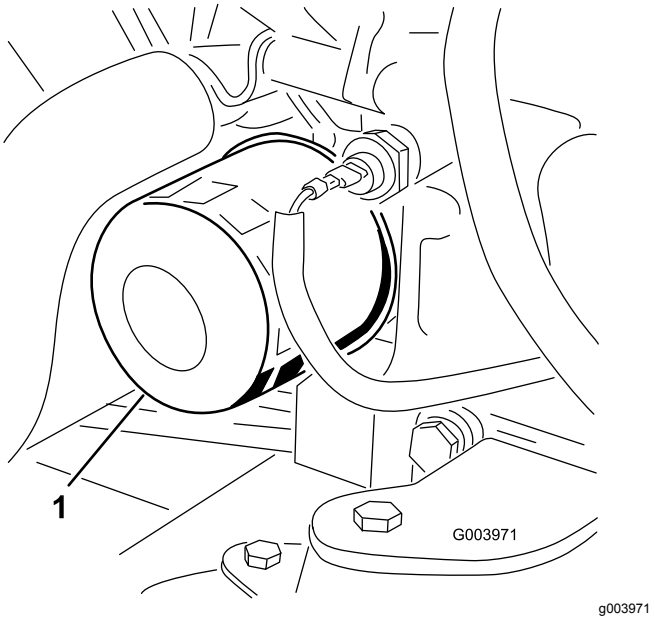

Figur 49
3. Ta av oljefilteret (Figur 49).